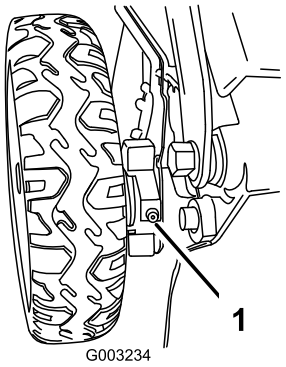

Figur 39
1. Torka av smörjnipplarna precis innanför bakhjulen med en ren trasa (Figur 39).